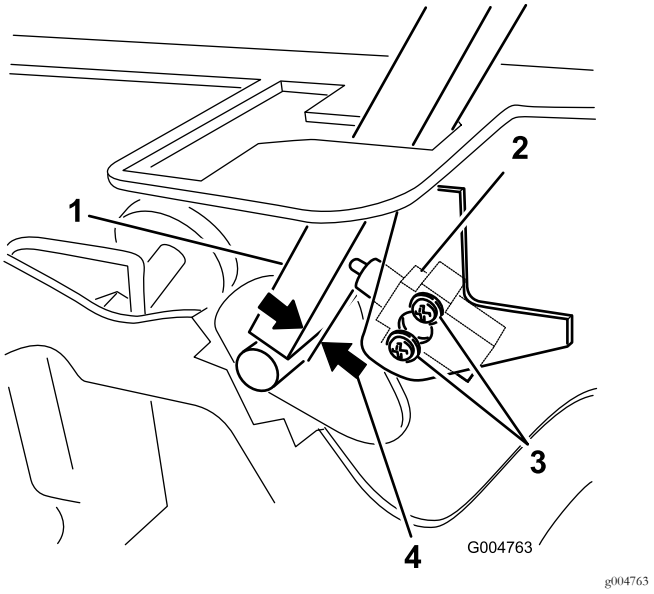

Figur 52
3. Løsn de 2 skruer, der fastgør sikkerhedskontakten (Figur 52).
4. Mens du holder håndtaget mod chassiset, skal du flytte kontakten over mod håndtaget, indtil afstanden mellem håndtaget og kontaktens hus er på 0,4 til 1 mm som vist i Figur 52.